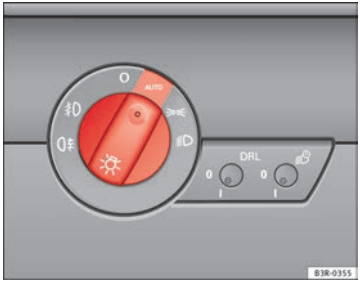

Fig. 86 Detailed view of the dash panel: Light switch
– Turn the light switch ⇒ fig. 86 to the **AUTO** position.